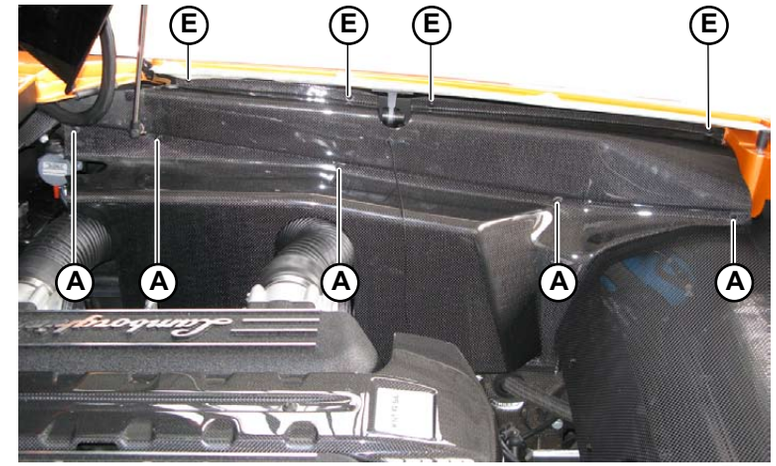

Fig.4
2. Tighten the 4 top screws (**E-Fig.4**).